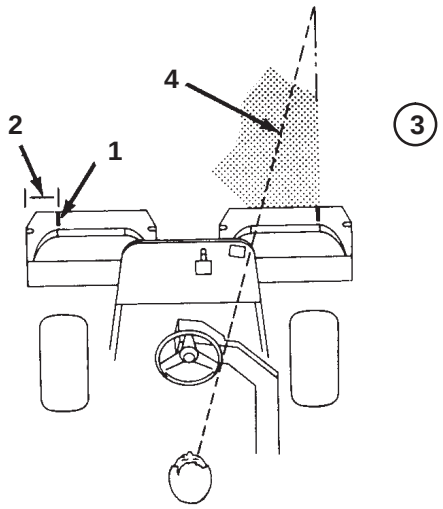

**Figure 25**
2. Either place a strip of white tape or paint a line onto each basket paralleling the outer edge of each basket (Fig. 25).
3. Overlap a minimal amount with the previous cut on return passes. To assist in maintaining a straight line across the green and keep the machine an equal distance from the edge of the previous cut, establish an imaginary sight line approximately 6 to 10 ft. (1.8 to 3 m) ahead of the machine to the edge of the uncut portion of the green (Fig. 25 and 26). Some find it useful to include the outer edge of the steering wheel as part of the sight line; i.e. keep the steering wheel edge aligned with a point that is always kept the same distance away from the front of the machine (Fig. 25 and 26).